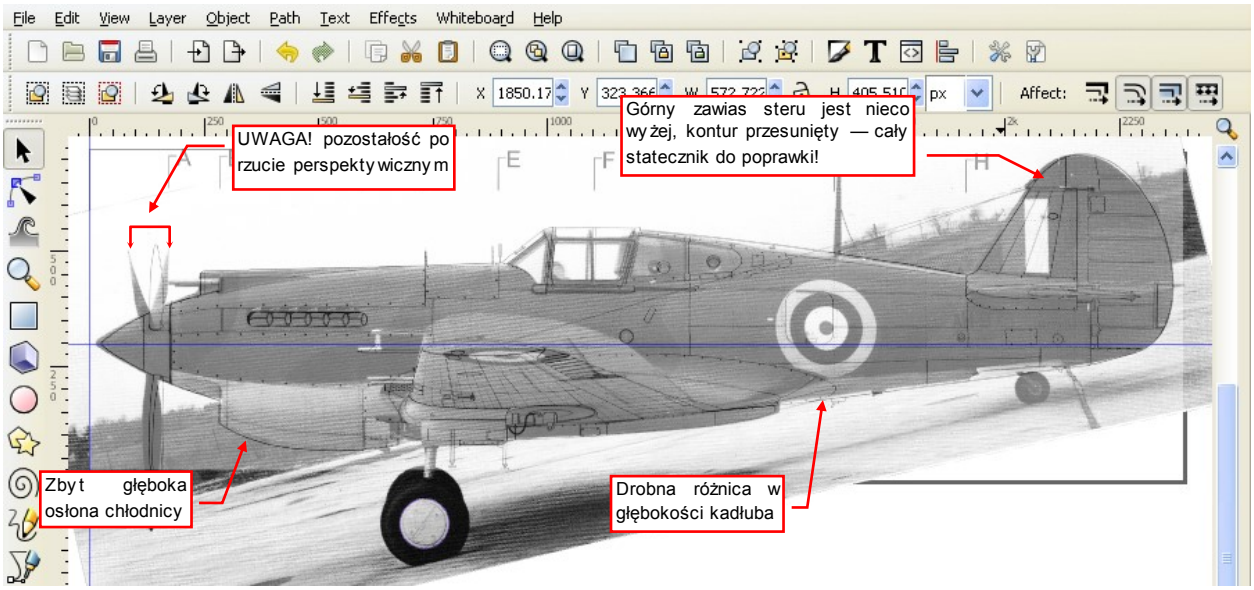

Rysunek 5.2.13 Inkscape — złożenie rzutu z lewej z "wyprostowanym" zdjęciem
- przesuń i obróć wczytany obraz, tak, by pasował do rzutu z lewej (Rysunek 5.2.13):
Podczas porównywania planów z fotografią pamiętaj także o tym, że nie wszystkie efekty zniekształcenia perspektywicznego zniknęły z rysunku. Przyjrzyj się końcówkom łopat śmigła (Rysunek 5.2.13): nadal są wygięte względem obserwatora. Ten efekt powoduje, że np. luk akumulatora na planach powinien znajdować się nieco bardziej z przodu, niż na zdjęciu. Jedynie elementy leżące dokładnie w osi symetrii kadłuba nie będą miały takiego przesunięcia. Możesz je oszacować, mierząc np. odchylenie przedniej krawędzi pokrywy kółka ogonowego. Potem proporcjonalnie zmniejszaj tę odległość, jeśli element jest bliżej centrum deformacji. (No cóż, jak widać, nawet tu odwzorowujemy coś "na oko". Zapewniam jednak, że ogólna niedokładność tego porównania jest o niebo lepsza niż to, z czego mogliśmy korzystać przed "erą komputerów".[1])